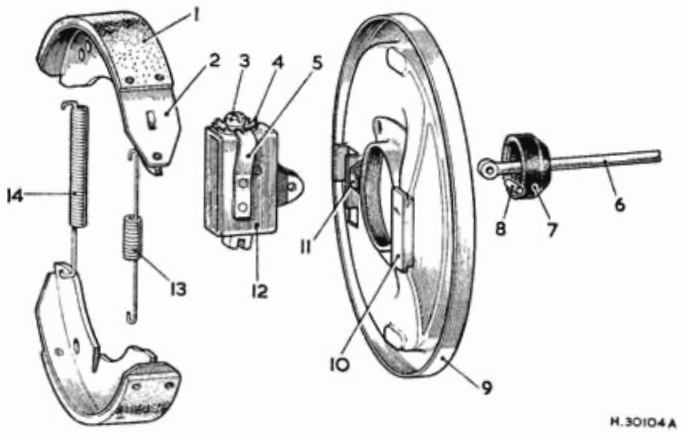
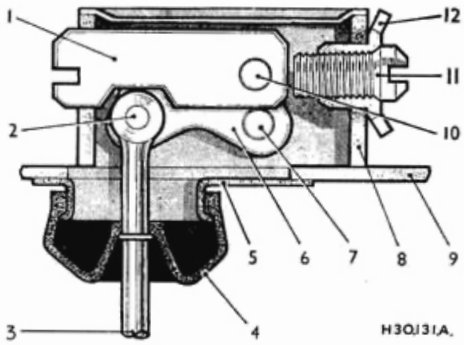

Fig. M.6.
Fig. M.7. Rear brake expander unit.
The rear brake assembly (Fig. M.6) consists of a backplate (9) which carries an expander (12) to operate the brake shoes, a floating anchor being provided by an abutment pad (10) welded to the backplate. This expander is free to slide in projections formed on the backplate; it carries a lever, which is operated through pull rods and an adjuster wheel (4). An abutment for the toe of one of the brake shoes (2) is provided by a
Locate the expander, clicker spring facing inwards, in the projections formed on the backplate, fit the pin in the pull rod and the lever. Connect the pull-off springs to the brake shoes, ensuring that the toe, i.e. the more sharply tapered end, of each shoe, faces the heel of the other. Offer up the shoes to the backplate and engage the shoes within the slots in the lever (1, Fig. M.7,) the adjusting screw (11) and the abutment pad (10, Fig. M.6).
Note particularly, that the toe of one shoe enters the lever (1, Fig. M.7,) while the heel of the other engages the slotted adjusting screw. Ensure that the pull-off springs are in the position shown in Fig. M.6 (behind the brake shoes) with the pull-off spring (14) located within the spring guide and the coil formation of the spring (13) facing inward.
The rear brake expander (Fig. M.7) consists of a body (8) housing two levers (6) which pivot on a pin (7) and are linked to an inner lever (1) by a pin (10); a pull rod (3) operates the levers (6) through a pin (2). It will be seen, therefore, that placing a load on the pull-rod (3) will cause the lever (1) to move outwards. An adjuster wheel (12), which carries an adjuster screw (11) is housed at the other end of the expander body and a clicker spring is riveted to the side of the body to engage in the adjuster wheel, thus locking the adjustment in any desired position. A rubber boot (4) is fitted to the pull rod and a dust cover (5) to prevent the ingress of dirt and moisture.